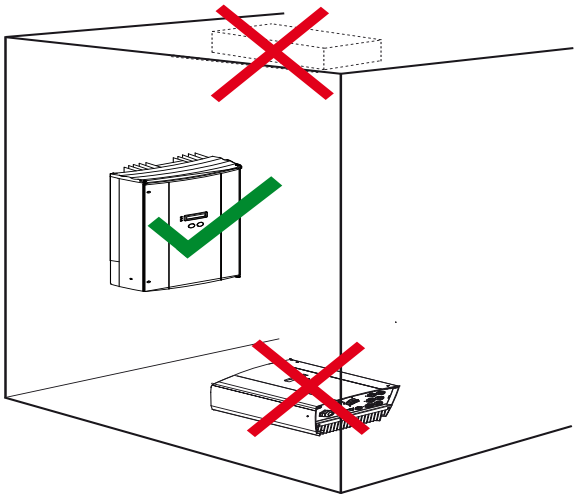

Bild 9: Vorschriften für Wandmontage
7. Wechselrichter mit einer zweiten Person sowie mit beiden Händen an der Gehäuseseite und Bodenplatte fest halten und an den Montageort tragen. (Siehe Bild 9 auf Seite 17)